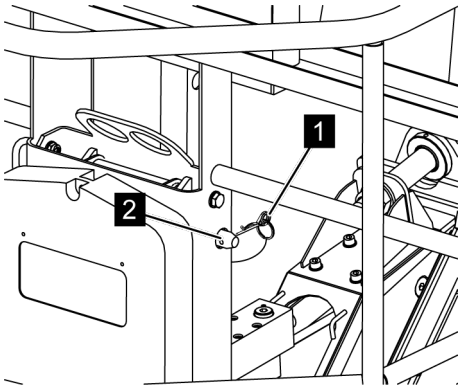

Fig. 78: Securing the fastening bolts
11. *Secure the fastening bolts (*Fig. 78*/2) with the spring cotter pin (*Fig. 78*/1).*